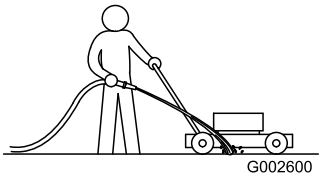

Figur 28
1. Spruta en vattenstråle framför det **högra** bakhjulet medan motorn är igång och gräsklipparen befinner sig på en plan stenbelagd yta (Figur 28).